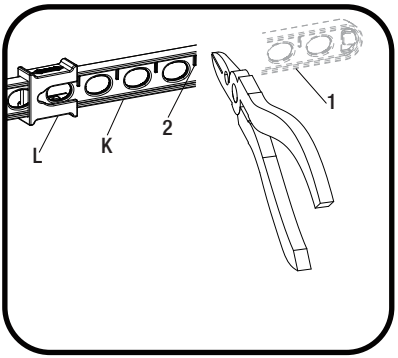

Fig. 2
- □ Once you have identified the proper hole in the lift rod strap (K) that is necessary for your installation, you may cut off the bottom portion (1) of the lift rod strap (K) by snapping it off with pliers or cutting it off with a saw at the cutting point (2), as shown in Fig. 2. Ensure the clip (L) does not slide off the lift rod strap (K).